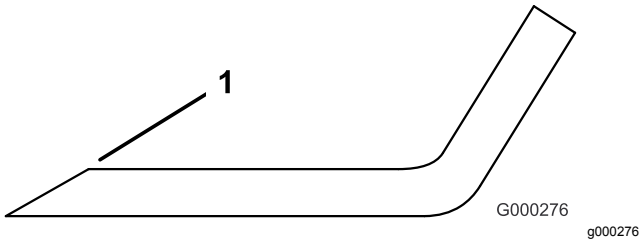

Figuur 93
1. Gebruik een vijl om de snijranden aan beide uiteinden van het mes te slijpen (Figuur 93).